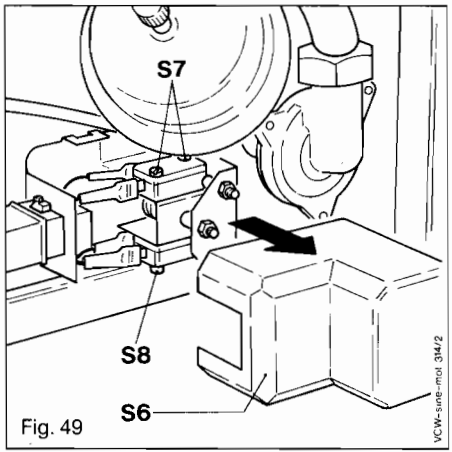

Fig. 49
14.6.2 Change of diverter valve microswitches (Fig. 49)